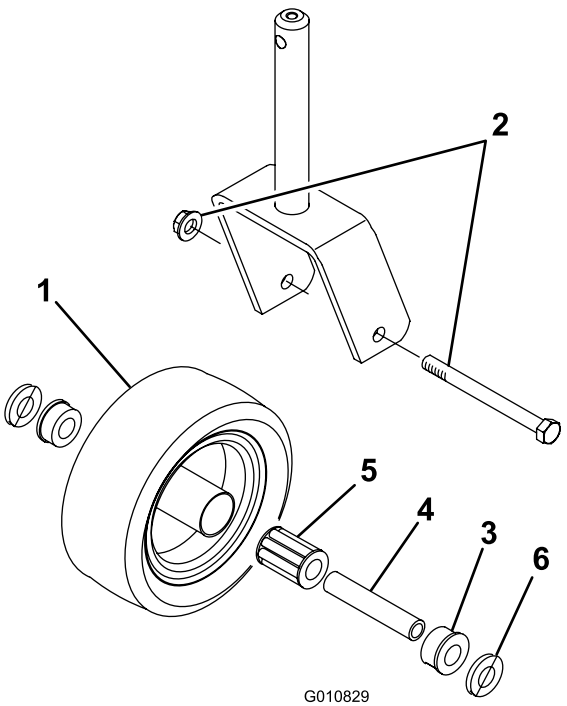

**Figure 22**
1. Enlevez le contre-écrou de la vis qui fixe la roue pivotante à la fourche (Figure 22).
3. Sortez la douille pour clé du moyeu de roue (Figure 22).
9. Insérez l'autre bague dans le côté ouvert du moyeu pour bloquer le roulement à l'intérieur (Figure 22).